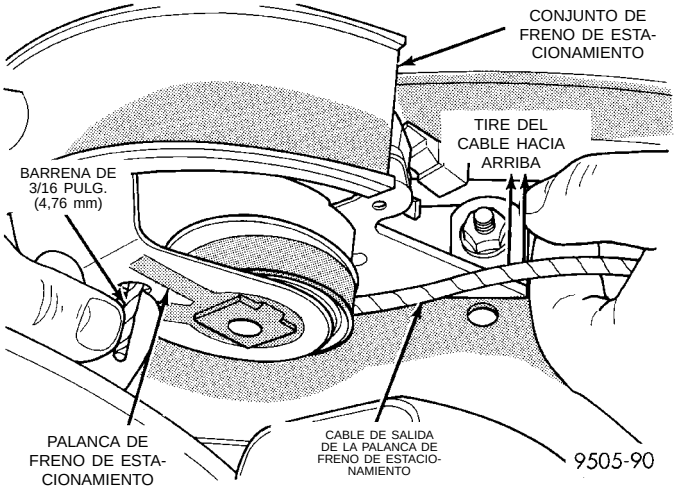

Fig. 9 Cómo retirar los cables de freno de estacionamiento del ajustador
(9) Retire ambos cables traseros de freno de estacionamiento del ajustador de cable de freno de estacionamiento (Fig. 9).